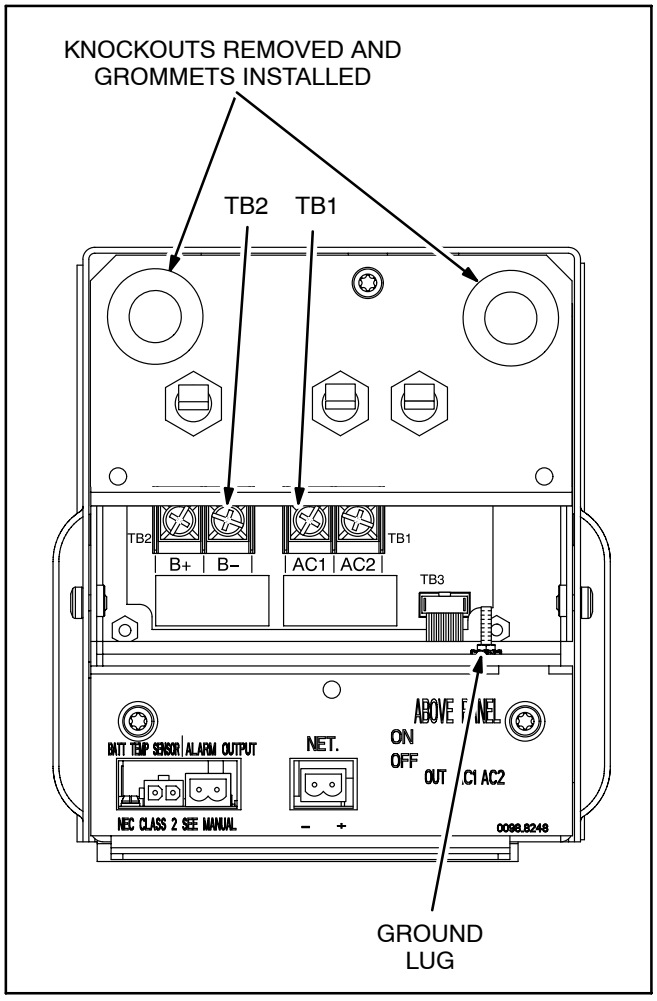

FIGURE 2. WIRING CONNECTIONS (ACCESS COVER REMOVED)
4. Remove one or both of the knockouts from the front of the battery charger (see Figure 2).
6. Use 16 AWG or larger wire for AC connections of up to 100 feet. Feed the wires through an opening. Connect AC input wires to AC1 and AC2 of TB1 (see Figure 2).
through an opening and use the hardware to secure the lead to the ground lug (see Figure 2).